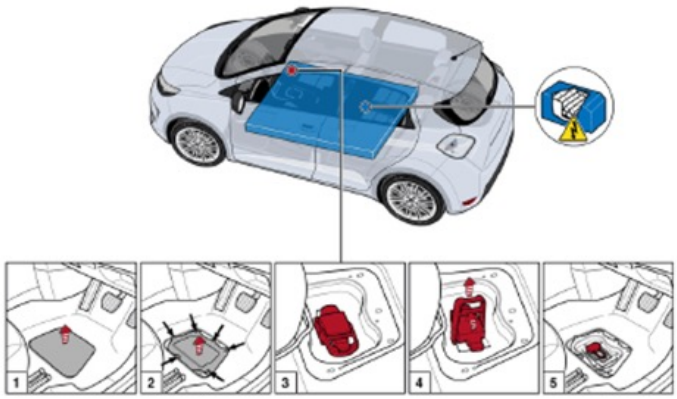

Figura 2. Acceso al conjunto de baterías Renault ZOE.
12) Seguir los pasos 1 - 2 - 3 - 4 - 5 de la figura 2.